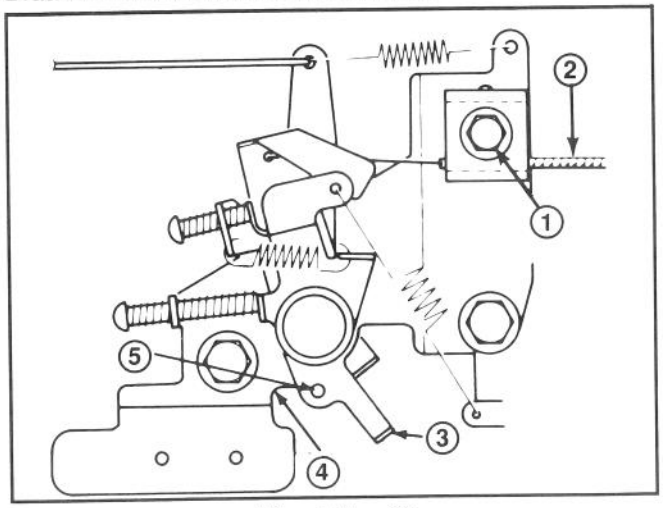

Afbeelding 20
3. Til de linker zijde van de maaier tenminste 30 cm op. Verwijder de stop met behulp van een 14 mm schroefsleutel (Afb. 20). Plaats een opvangbak onder de linker zijde van de maaier.
3. Maak de kabelklemschroef los, totdat de gaskabel heen en weer geschoven kan worden (Afb. 20). Breng de gasklephendel en de gasklepbeugel in één lijn. Draai de kabelklemschroef weer vast.